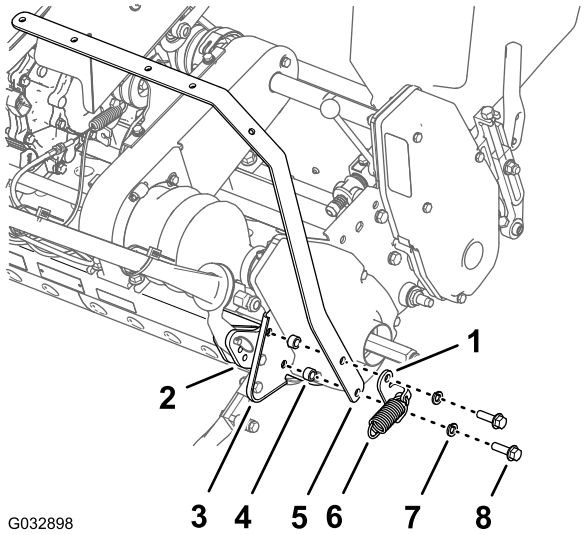

図 5
7. スプリングアンカーブラケット、右ライトバーのストラップ、スペーサ2個、右側サイドプレートを、後フレームの外側パッドに組み付ける図 5; ステップ6で外したフランジヘッドボルト3/8 x 1-1/4 インチ) 2本とロックワッシャ3/8 インチ2枚を使用する。